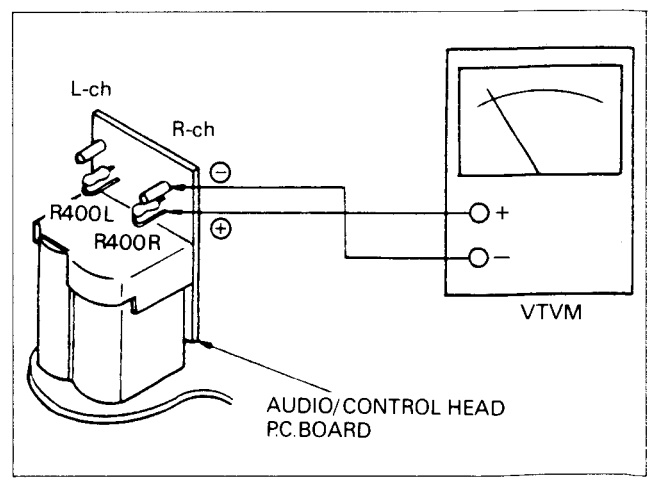

Fig. 13 Audio Control Head
1) Connect the VTVM to R-ch of the audio/control head as shown in Fig. 13.
2) Connect the VTVM to L-ch of the audio/control head as shown in Fig. 13.